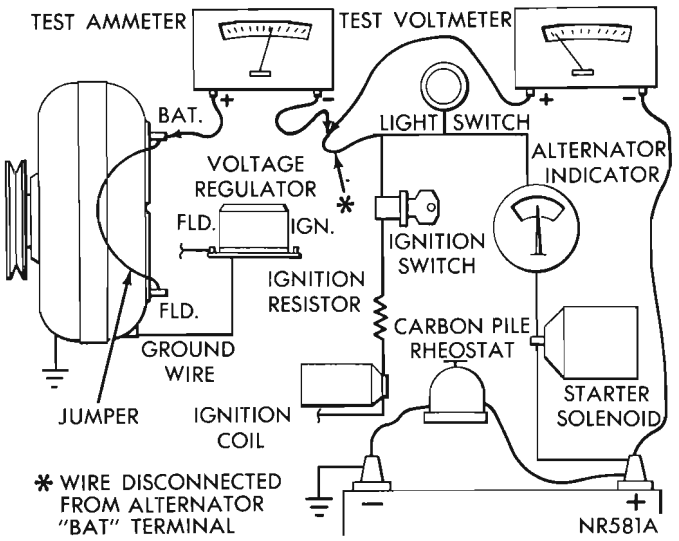

Fig. 4—Charging Circuit Resistance Test
(1) Disconnect the lead at the alternator "BATT" terminal. Connect a 0-50 ampere scale D.C. ammeter in series between the "BATT" terminal and "BATT" lead which was disconnected from the terminal (Fig. 4).
(2) Connect the positive lead of a test D.C. voltmeter to the "BATT" lead, and connect the negative voltmeter lead to the battery positive (+) terminal.
(3) Disconnect the field lead at the alternator "FLD" (field) terminal and the ignition lead at the